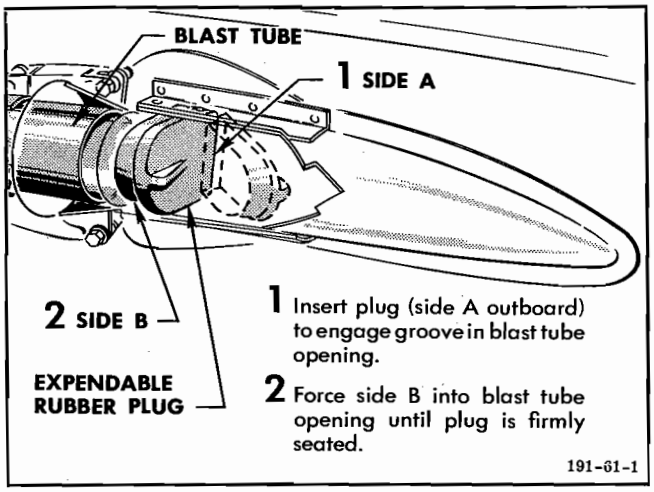

Figure 9-25. Installing Expendable Rubber Plugs
9-136. Open-port gun blast panels, tubes, and plugs are provided. The center and lower gun blast tubes are clamped to the blast panel at the forward end and are attached by screws at the rear. Expendable rubber plugs are installed in the blast tube forward ends to prevent dust and moisture from entering the gun barrels and gun compartments. The plugs are blown free by the initial burst of gunfire and must be replaced after each gun-firing operation. To install expendable rubber plugs, see figure 9-25.
c. Install expendable rubber plugs (figure 9-25) in blast tube ends; then close radar compartment access door.